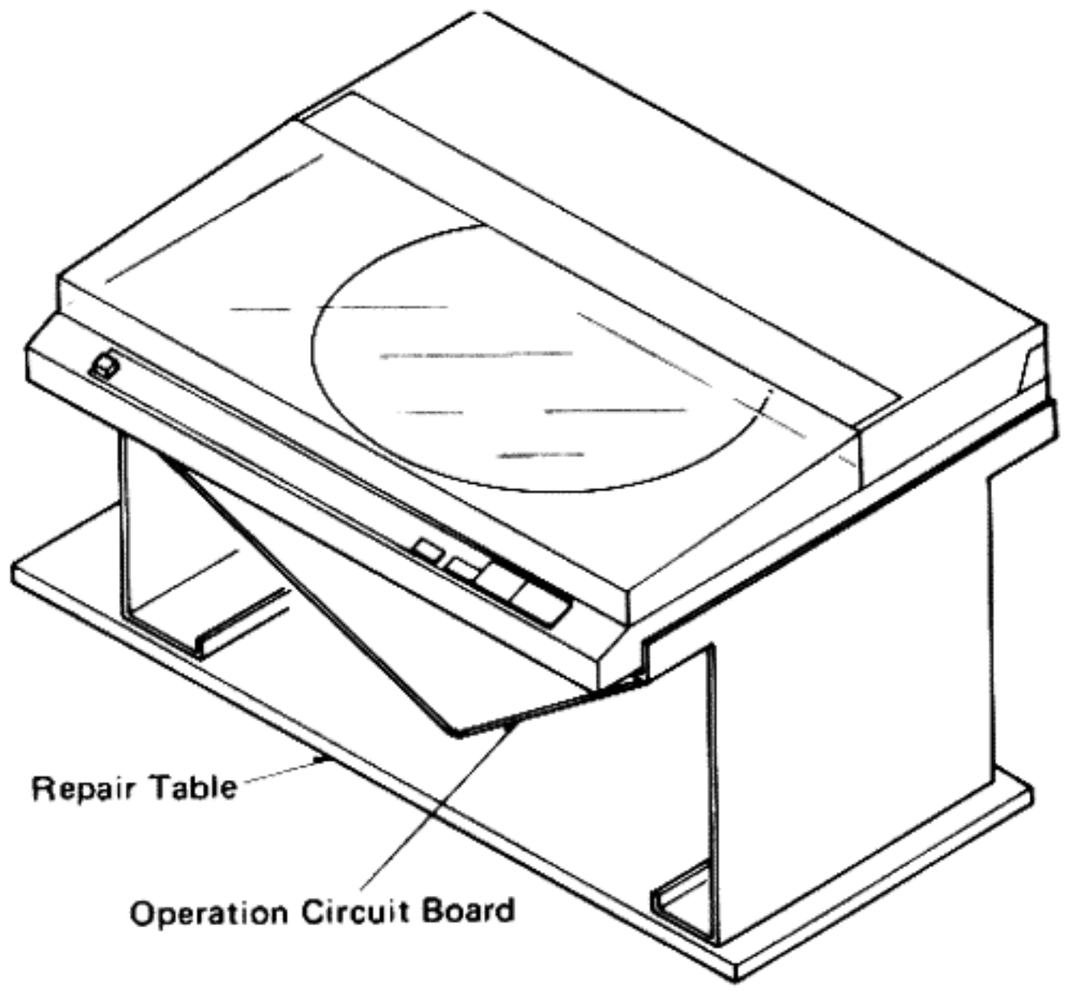

Fig. 7
1. How to use the repair table (Fig. 7)
① Remove the bottom board.
② Remove the operation circuit board and connect the P.C.B. ground terminal to the chassis (Stator frame.)
③ Put the unit on the repair table.
④ Fit the turntable platter and put on the turntable mat.
⑤ Put on the record and check the circuits from under the unit.